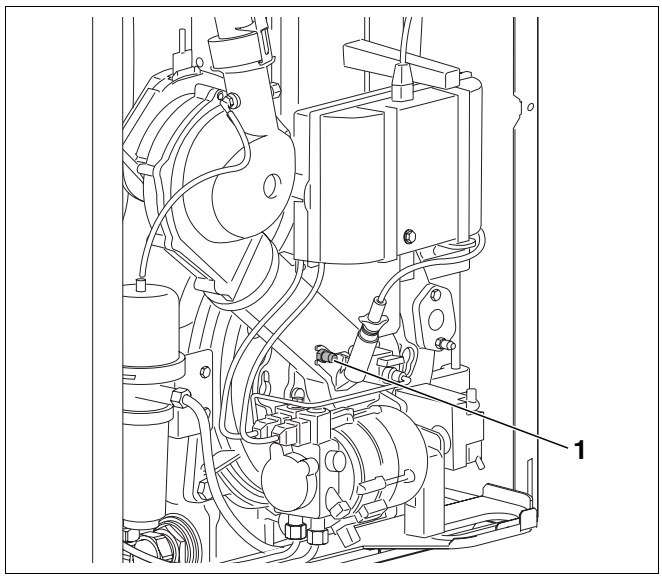

Rys. 46 Pomiar statycznego ciśnienia dmuchawy
- Otworzyć złączkę pomiaru ciśnienia (rys. 46, **poz. 1**) dla statycznego ciśnienia dmuchawy na obudowie palnika.
- Podłączyć miernik statycznego ciśnienia dmuchawy do złączki (rys. 46, **poz. 1**) na obudowie palnika.